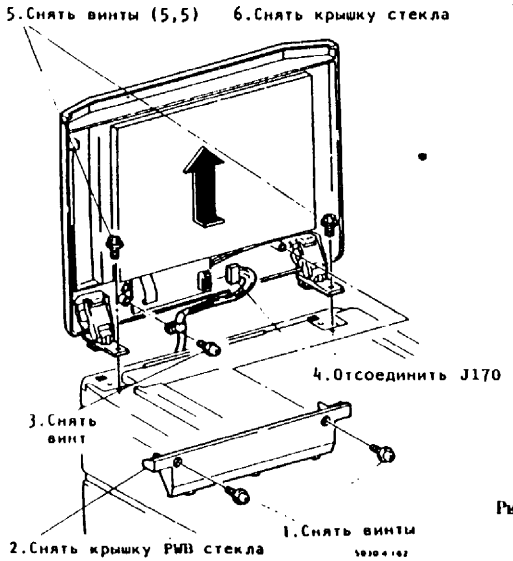

Рис.1. Снятие узла крышки стекла
7. (Рис.1): Снять узел крышки стекла оригинала. См. разд. 9.3.3 (Рис.2) - 5331/5332